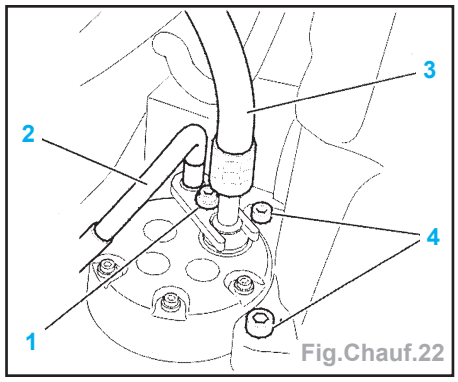

Fig.Chauf.22
- les vis (1) et les raccords (2 et 3) sur le compresseur (obturer les raccords) (Fig.Chauf.22),
- les 2 vis (4).